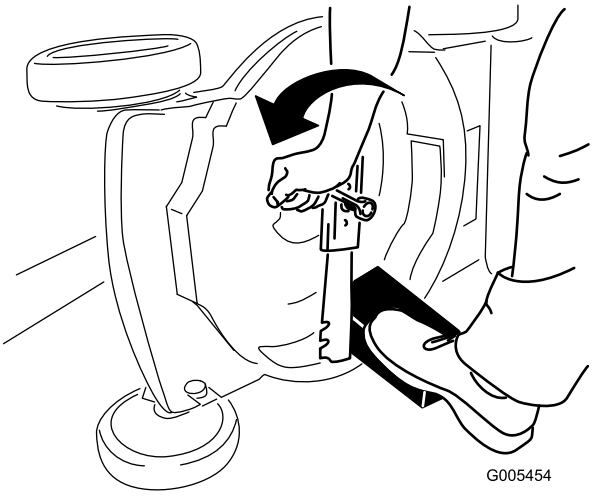

Figure 30
3. Immobilisez la lame avec un morceau de bois (Figure 30).
4. Déposez la lame mais ne jetez pas les fixations (Figure 30).